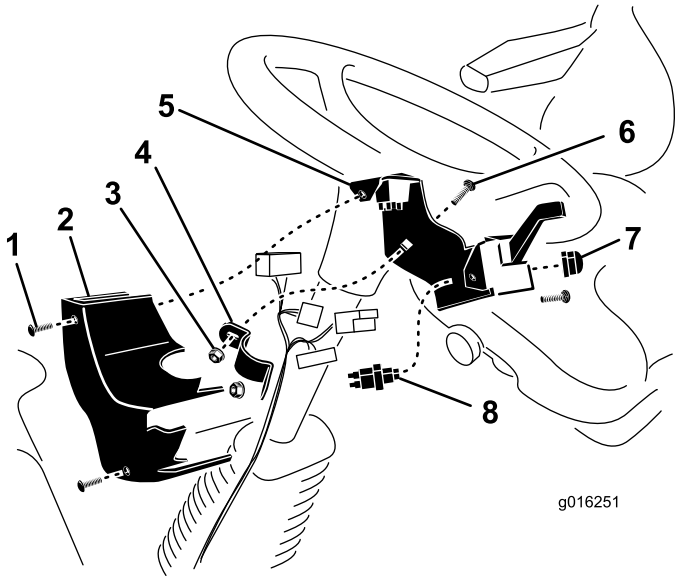

Figuur 5
1. Monteer de claxon op de kolombeugel met de **rubberen** claxonknop (Figuur 5). De zilveren knop die bij de claxon geleverd wordt niet gebruiken.
2. Monteer de kolombeugel achteraan de stuurkolom met de houder van de kolombeugel, (2) 3/8 inch x 1 inch slotschroeven en 3/8 inch flensmoeren. Plaats de kolombeugel zo hoog mogelijk op de stuurkolom, zoals in Figuur 5. Zorg ervoor dat de kolombeugel niet in de weg zit van het stuur.
3. Als de kabelboom aangesloten is op de schakelaars, monteert u het kolomdeksel op de (2) plaatmoeren van de kolombeugel met schroeven (Figuur 5).